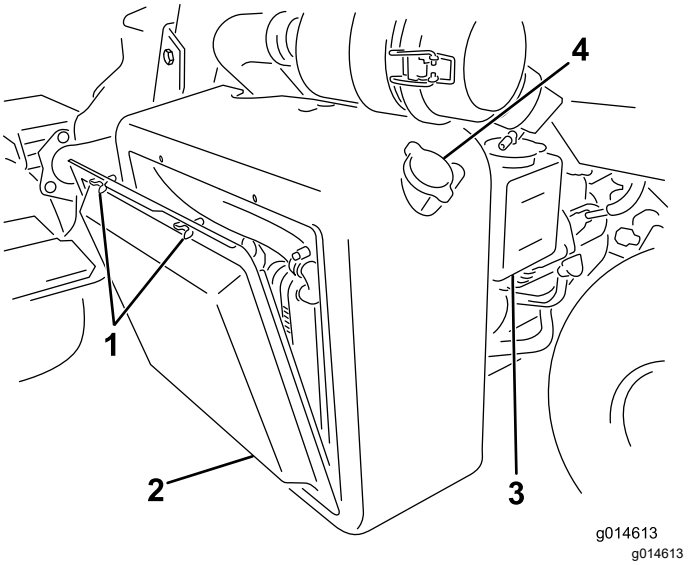

Figur 46
1. Afmonter kølergitteret (Figur 46).
2. Kontroller kølervæskestanden (Figur 46 og Figur 47).